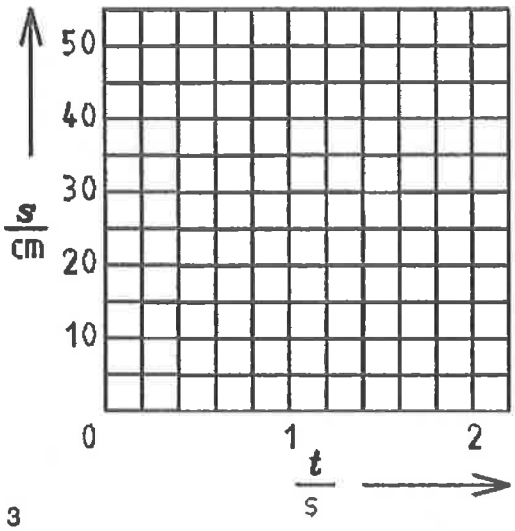
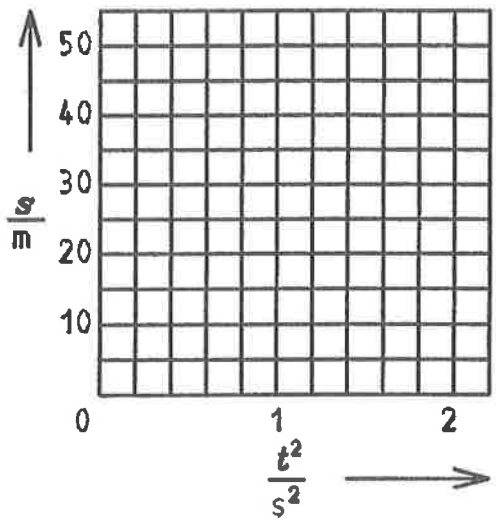

Fig. 3
Fig. 4
1. On établit le diagramme distance/temps dans la figure 3 à l'aide des valeurs du tableau: $s = f(t)$. Quelle est la forme de la courbe obtenue?
3. Reporter s/t^2 (figure 4). Quelle est la forme de la courbe? Pourquoi? Quelle est donc la forme de la courbe de la figure 3?
4. Déterminer la pente de la courbe de la figure 4: $k = \Delta s / \Delta t^2$.